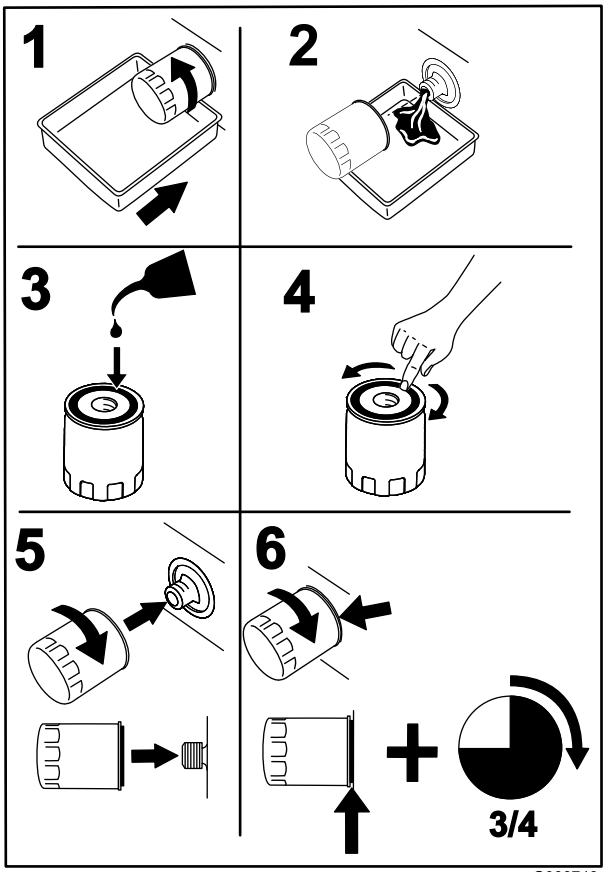

Figure 76
8. Place a drain pan under the manifold filter (Figure 76).